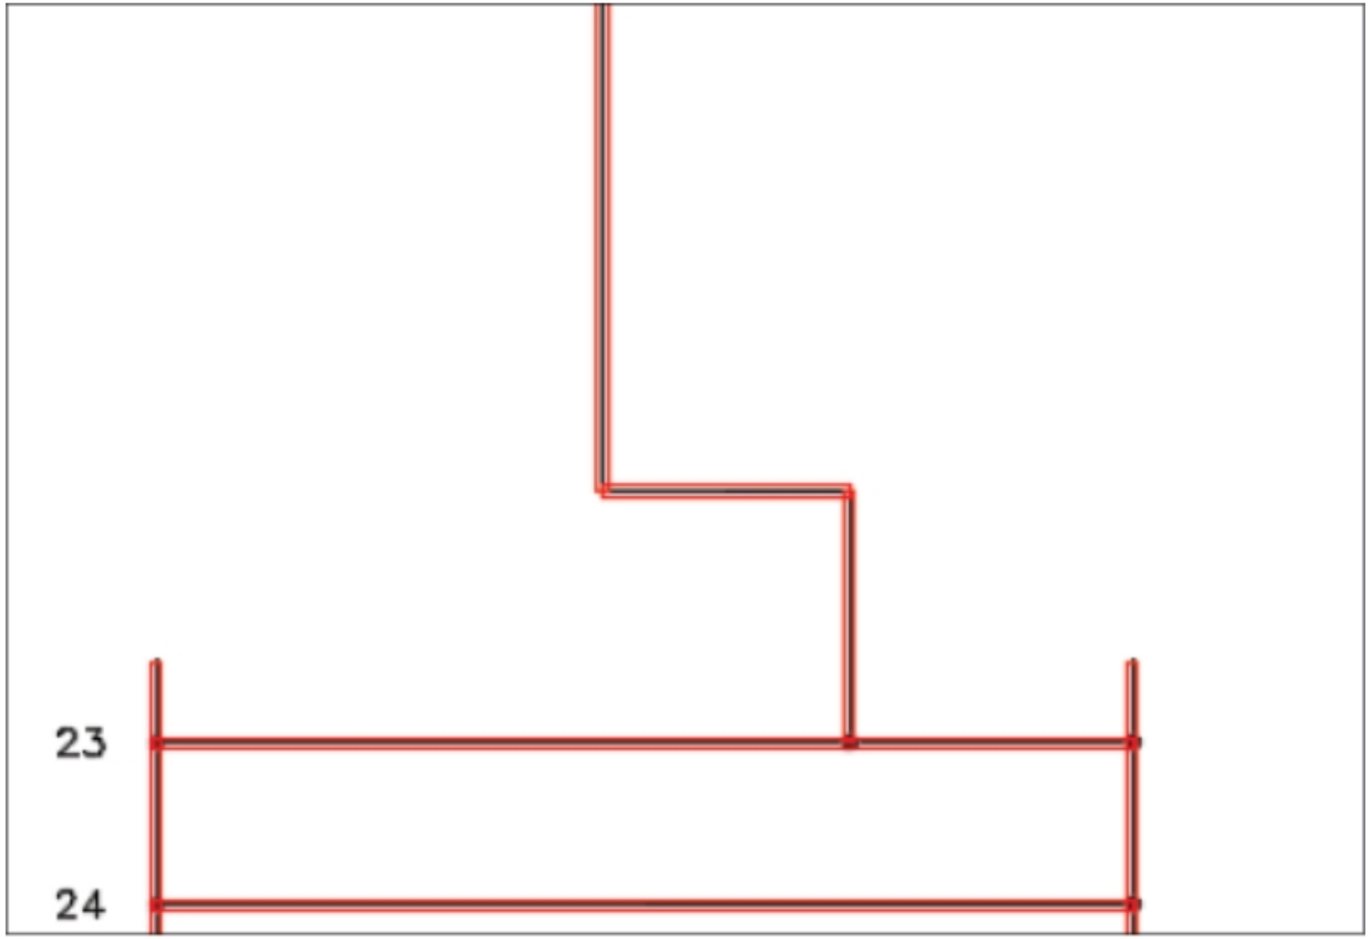

Figure-82. Highlighted wires
- Click on the **OK** button from the dialog box. The wires will be highlighted; refer to Figure-82.